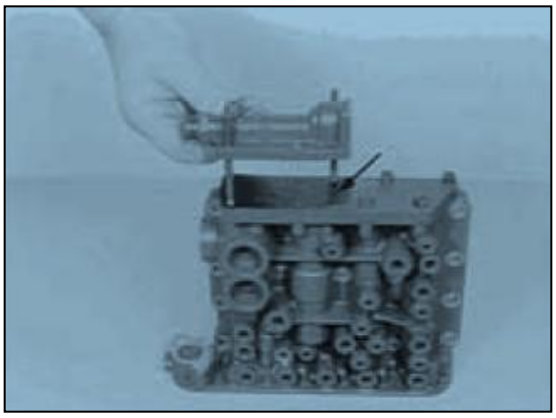

Figure 118
Now, pull cover against shoulder, using nuts (S) and fix it provisionally by means of socket head screws (4 pieces, see Figure 118).